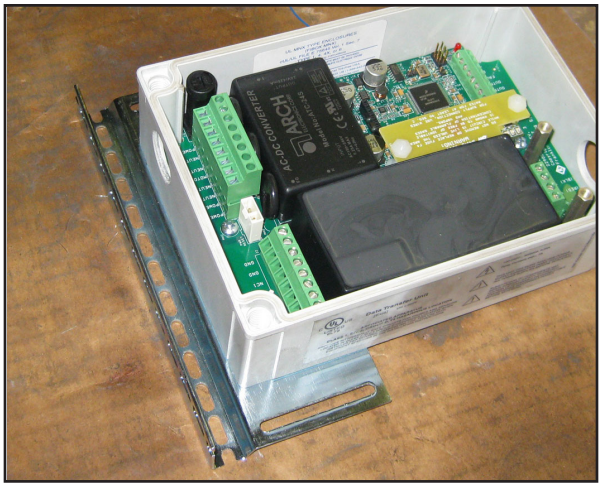

Figure 7: Mounting Bracket on DTU
16. Install mounting bracket to DTU with two screws, nuts and washers from hardware provided with DTU, as described in the General Information Section. Make sure that bracket is installed on correct side as shown in Figure 7.